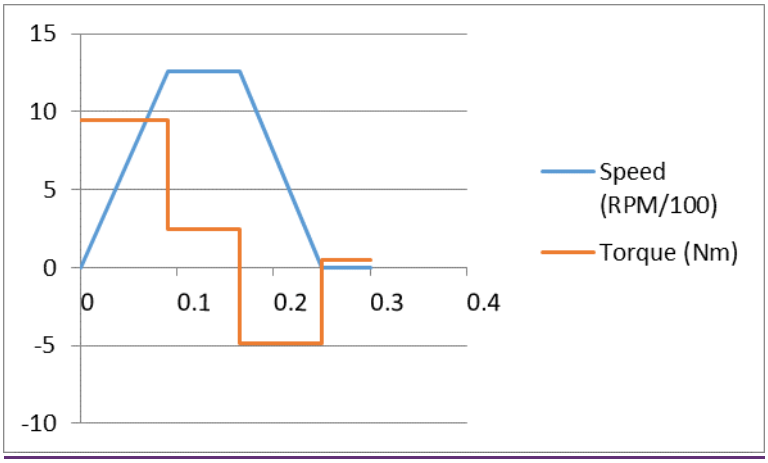

Figure 1
As we said in the introduction, the most important parameters for sizing are continuous (RMS) torque, peak torque and maximum speed. Many motor manufacturers publish Torque/Speed curves for their motors in the form shown in Figure 1.
Figure 1, shows a typical Torque/Speed curve for a brushless servo motor. The red lines **a**, **b** and **c** define the limits of operation; the motor is unable to produce more torque or more speed than these lines indicate. The green curve **d** is a thermal limit. The motor may operate outside this limit for a short period, but it will overheat if the limit is exceeded for too long.
1. Peak torque, which must remain below the red curve in T-S graph. If the manufacturer only gives a figure for peak torque, it is important to bear the voltage limitation in mind (curve **b** in Figure 1 of Chapter 4.2 - Motor Ratings).